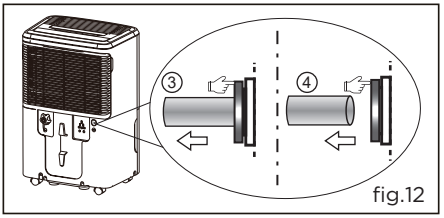

fig.12
b. Continuez d'appuyer sur l'anneau gris tout en retirant le bouchon. (fig.12);